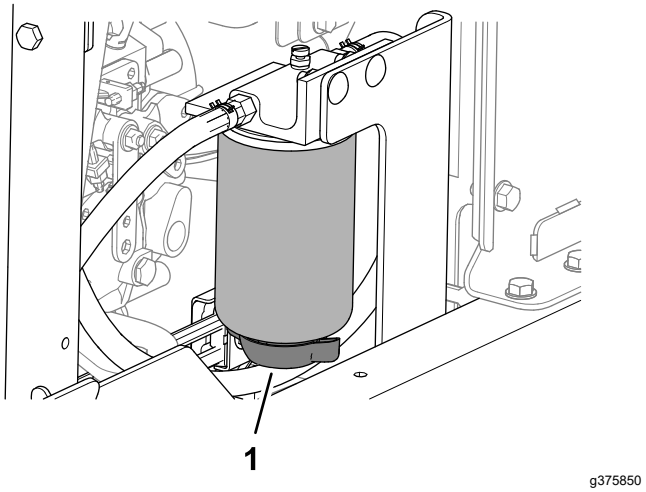

Figuur 84
3. Zet een opvangbak onder de aftapklep van de brandstof/waterafscheider (Figuur 84).